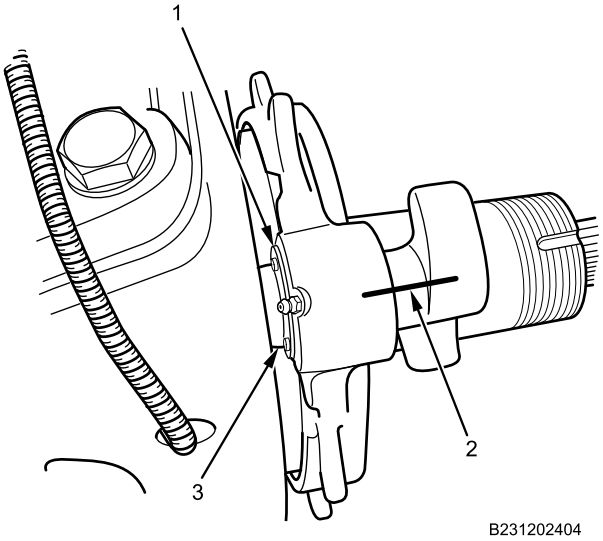

Figure 2. Horizontal Line.
2. Scribe horizontal line (Figure 2, Item 2) on brake S-camshaft (Figure 2, Item 3) and spider assembly.
3. Remove snapring (Figure 2, Item 1) from brake S-camshaft (Figure 2, Item 3).
4. Align brake S-camshaft and spider assembly, using scribed horizontal line (Figure 2, Item 2).
5. Secure brake S-camshaft (Figure 2, Item 3) with snapring (Figure 2, Item 1).